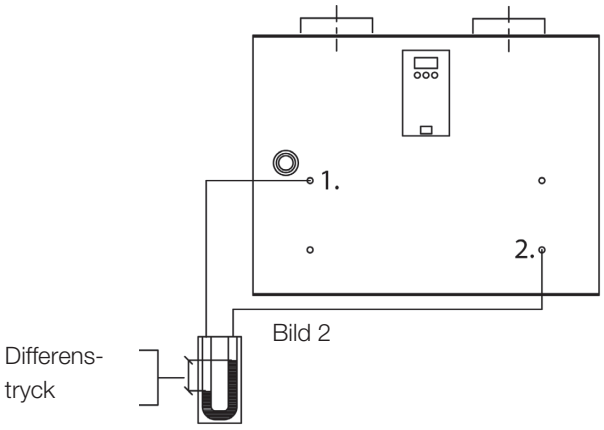

Bild 2
2. Tag bort hatten på mätuttagen 1 och 2 på inspektionsdörrens utsida enligt bild 2.
3. Stäng inspektionsdörren och anslut U-rörets slangar till mätuttagen på inspektionsdörrens utsida enligt bild 2.